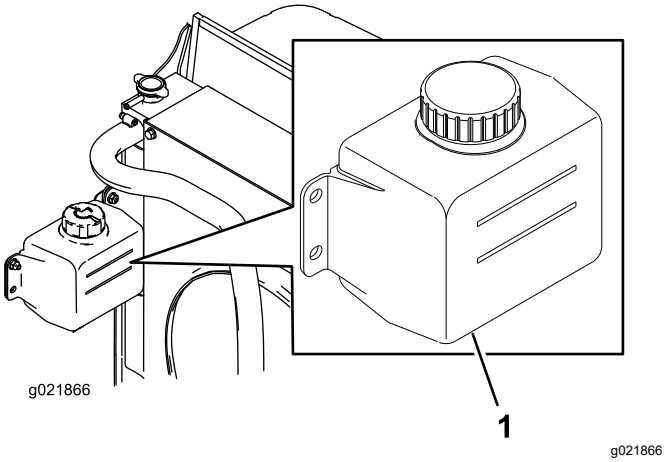

Figuur 92
1. Controleer het koelvloeistofpeil in het reservoir (Figuur 92).